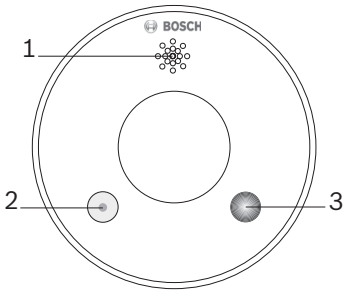
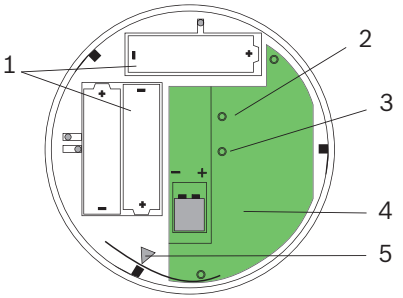

Bild 3.1 Meldervorderseite
Bild 3.3 Melderrückseite
Die Funkmodul-LED (siehe *Bild 3.3, Seite 6*) im Inneren des Melders leuchtet nacheinander kurz in den Farben rot, grün und orange auf. Die rote Warn-LED in der Prüftaste auf der Vorderseite des Geräts (siehe *Bild 3.1*) blinkt alle 48 Sekunden auf. Das Gerät ist betriebsbereit.
1. Entfernen Sie bei beiden Meldern den Sockel. So erhalten Sie Zugang zum Funkmodultaster und der Funkmodul-LED auf der Innenseite des Melders (siehe *Bild 3.3*).